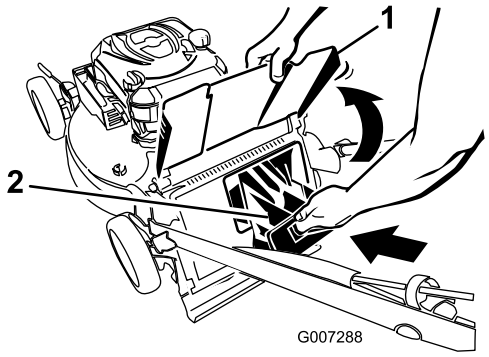

Figur 26
4. Monter bagudblæsningsdækslet (Figur 26).